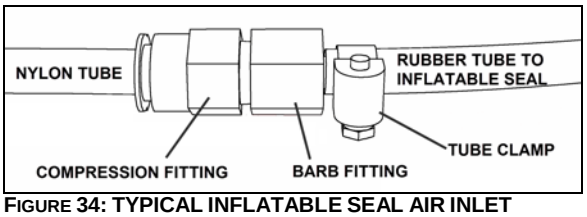

**FIGURE 34: TYPICAL INFLATABLE SEAL AIR INLET**
2. Unplug the nylon tubing from the compression fitting (Figure 34).
8. Connect the nylon tubing back on the fitting. (Figure 34).